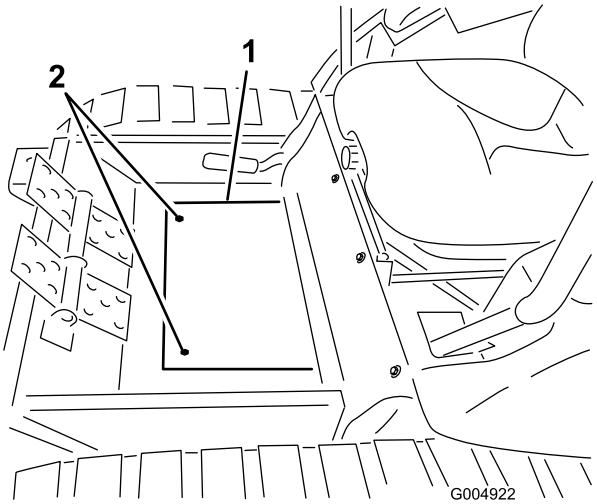

Figur 104
26. Fjern de 2 skruer, der fastgør gulvpladens dæksel på vinterstellet til gulvet, og fjern pladen (Figur 104).